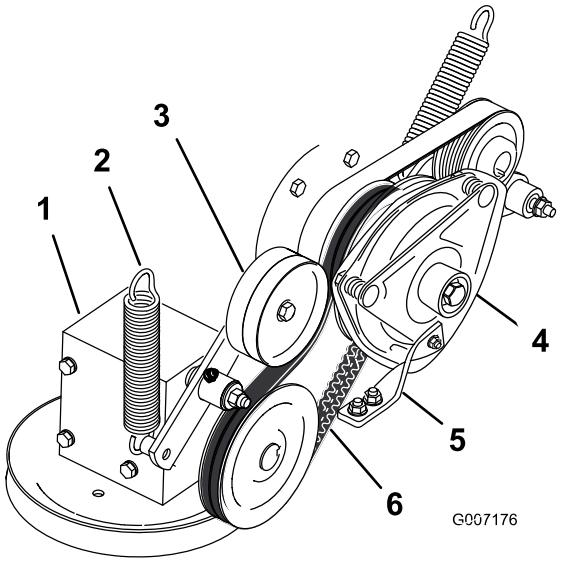

Figuur 70
4. Haal de veer van de arm van de spanpoelie (Figuur 70).
7. Leg de nieuwe aandrijfriem om de koppelingspoelie en de poelie van de tandwielkast (Figuur 70).
9. Monteer de veer op de arm van de spanpoelie (Figuur 70).